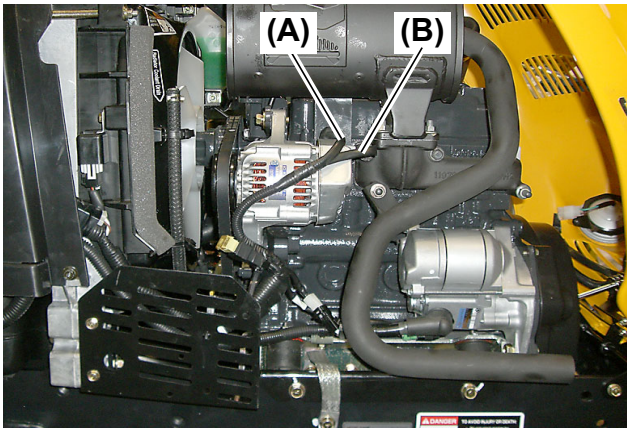

Fig. 12
25.Disconnect the terminal **(Fig. 12, 13, (A))** and connector **(Fig. 12, 13, (B))** from the main harness to the alternator.
●The generator terminal **(Fig. 12, 13, (A))** is made of copper. Be careful of its tightening torque.